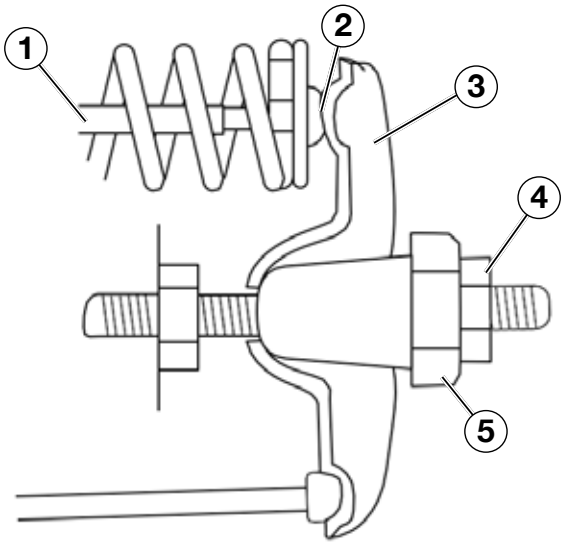

Figura 24
5. Inserte un calibrador de espesores entre el balancín y la varilla de empuje y verifique que no haya espacio libre (vea la Figura 24). Consulte la Tabla 3 para conocer las especificaciones de las pestañas de válvula.